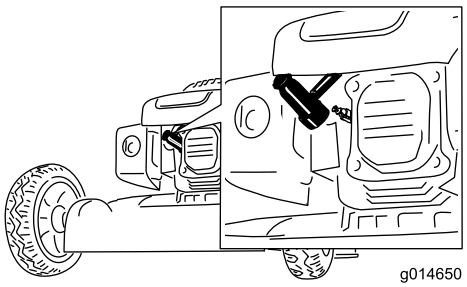

Figur 35
2. Koble fra tennpluggledningen fra tennpluggen (Figur 35) før du utfører vedlikeholdsprosedyrer .